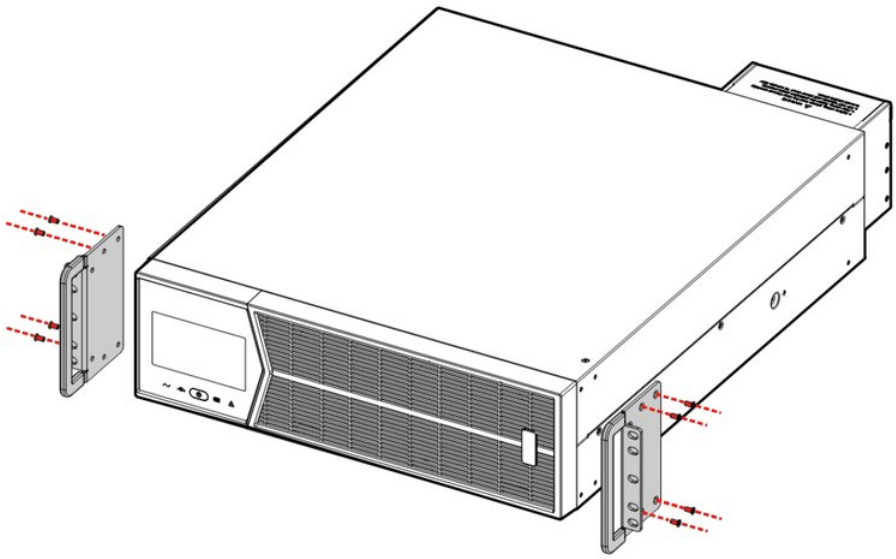

FIGURE 3-7 Fitting the 3U handles
1. Fix the two 3U handles to the sides of the UPS with M4×8 countersunk screws, as shown in Figure 3-7.